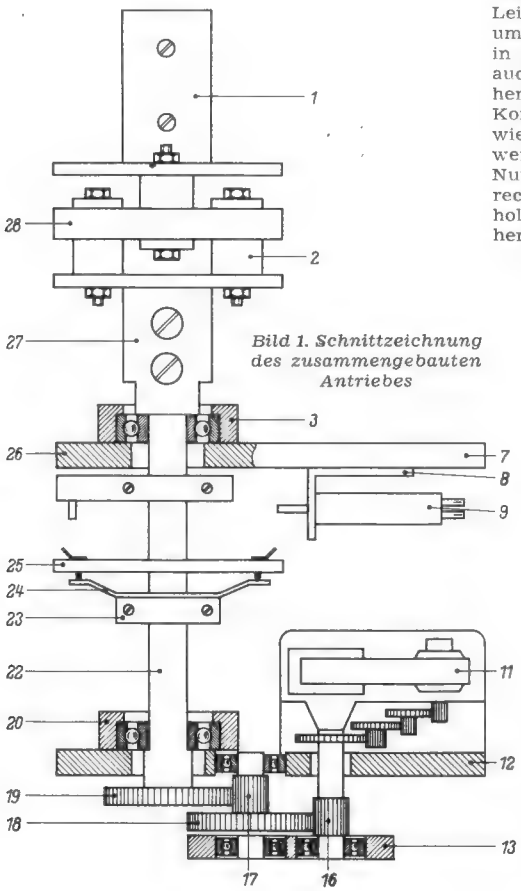
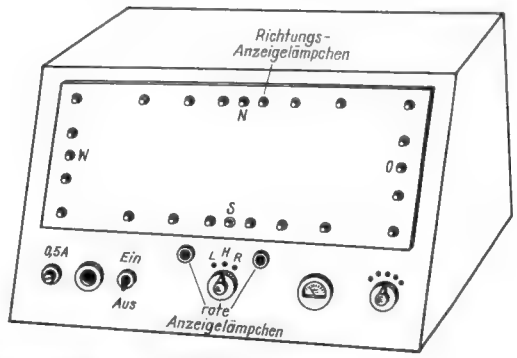
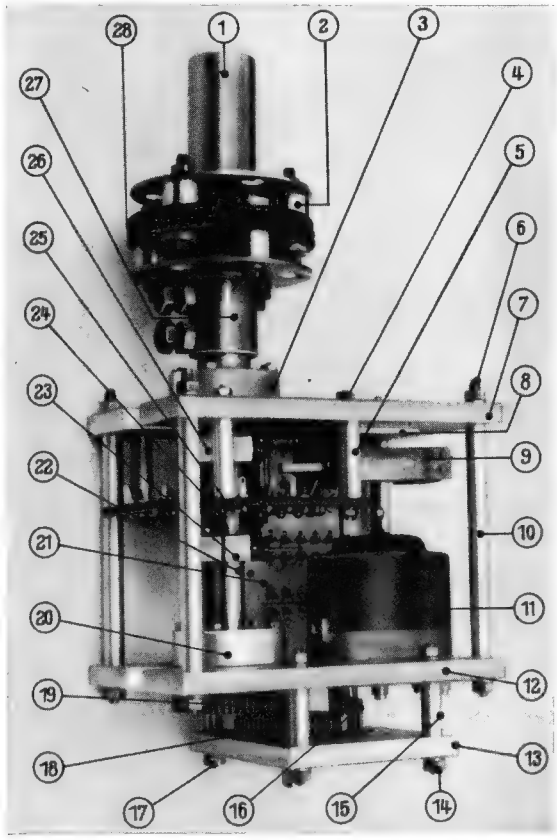
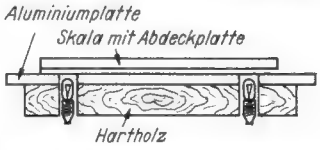

Bild 1. Schnittzeichnung des zusammengebauten Antriebes
Bild 13. Schaltpult
Bild 16. Ansicht mit Positionszahlen
Bild 17. Frontplatte am Schaltpult
Bild 1 zeigt einen Schnitt durch den zusammengebauten Antrieb. Der Verständlichkeit halber sind die Abstandsrohre und die Abstandsbolzen nicht eingezeichnet worden. Der Kern des Antriebs ist ein Scheibenwischermotor (11), der mit einer Gesamtuntersetzung von 1 : 2500 den Antennenmast dreht. Der Scheibenwischermotor eignet sich vorzüglich für diesen Zweck, da im Gehäuse des Motors bereits ein Getriebe mit einer Untersetzung von 1 : 100 eingebaut ist. Das dazugebaute Getriebe hat eine Untersetzung von ca. 1 : 25. An der Hauptachse (22), die an den Antennenmast mit einer festen Kupplung (Teile: 1, 2, 27 und 28) angeschlossen wird, befindet sich ein Hebel (26), welcher nach einer Umdrehung von 360° + 5° einen Kellogschalter (9) betätigt.
[1]) *In Bild 16 dargestellt*
Für die Anzeige und für den Scheibenwischermotor werden zwei getrennte Stromkreise benötigt. Der Motor wird mit Gleichstrom und die Anzeige mit Wechselstrom betrieben. Der Stromkreis des Motors kann mit einem weiteren Schalter in der Stellung „Halt" ausgeschaltet werden. Die Anzeigelämpchen werden mit dem Netzschalter ausgeschaltet. — **Bild 16** zeigt noch einmal ein Foto des Antriebs mit den Positionsbezeichnungen aus Bild 1. Das Bedienungspult ist in **Bild 13** schematisch dargestellt. Die Lämpchen sitzen am Rand einer Landkarte, für die sich vorzüglich die „World Map Showing Radio Amateur Prefixes"[1]) oder die „Weltkarte mit Landeskenner in azimutaler Darstellung"[2]) eignet. **Bild 17** zeigt, wie die Anzeigelämpchen in der Frontplatte am Schaltpult angeordnet sind.
Sämtliche Teile sind leicht einzufetten. Die beiden Grundplatten (Bild 11) werden mit Schrauben und den Abstandsrohren (Bild 8) zusammengeschraubt. In die angesenkten Bohrungen werden die vier Senkkopfschrauben M 4 eingesetzt, mit denen man die Halterung für das Kugellager von der Hauptachse festschraubt. Danach nimmt man die ausgebuchste Achse mit dem Ritzel und dem aufgepreßten Zahnrad und setzt sie mit der Ritzelseite in das Kugellager der Grundplatte ein. Beim Einsetzen muß man achtgeben, daß das eingepreßte Kugellager nicht im Bett verkantet wird. Nachdem die ausgebuchste Achse eingesetzt wurde, setzt man die dritte Grundplatte auf das andere Ende der Achse auf und schraubt sie mit den anderen beiden Platten zusammen (siehe Bild 16). Beim Anschrauben muß man darauf acht geben, daß sich die Achse leicht dreht.
Aus Sperrholz oder aus Metall wird ein Gehäuse mit Frontplatte nach Bild 13 und 17 angefertigt. Auf die rechte Seite der Frontplatte kommen ein Amperemeter und der Schalter S 3, mit dessen Hilfe man den Abgriff auf der Sekundärseite des Netztransformators einstellt, um damit Widerstandsverluste an den Leitungen und Netzspannungsschwankungen auszugleichen. Als Transformator kann man einen Netztransformator für ca. 50 VA aus einem Rundfunkgerät nehmen und die Sekundärseite umwickeln. Beim Abwickeln muß man an der 4- oder 6,3-Volt-Wicklung nachzählen, wieviel Windungen auf ein Volt kommen. Dann wickelt man mit 2-mm-Kupfer-Lackdraht eine Wicklung mit folgenden Abgriffen darauf: 6 — 8 — 10 — 12 — 14 — 16 — 20 — 30 V. Bei diesem Drahtquerschnitt erhält man ca. 8 A. Der Spannungsabfall an den Leitungen ist verschieden, je nach dem Scheibenwischermotor. Die Motore werden für 6 V/2 A; 12 V/1 A und 24 V/0,5 A hergestellt. Es bleibt dem Einzelnen überlassen, welchen Motor er verwenden wird. Ausschlaggebend ist der Selengleichrichter bei der Auswahl des Motors.